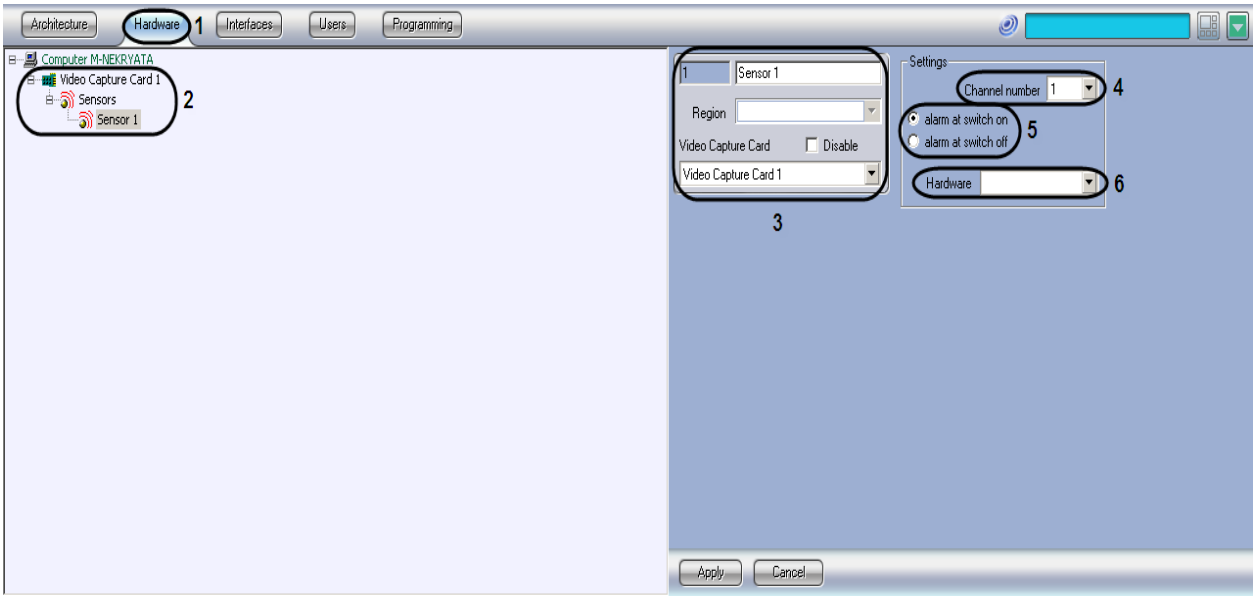

Figure 3.3—2 The setting panel of the Sensor object
1. Go to the **Hardware** tab in the setting panel of INTELLECT™ (Figure 3.3—2, 1).
2. Create the **Sensor** system object under the **Video capture card** object or select the corresponding object in the object tree in the **Hardware** tab of the setting panel of INTELLECT™ (Figure 3.3—2, 2).
3. Specify the ID and name of the **Sensor** object and select the **Video capture card** object to become the parent of the **Sensor** object (Figure 3.3—2, 3).
4. Select the **Channel number** matching the number of DO pin to which the sensor is connected (Figure 3.3—2, 4).
5. In the group of switches select the alarm mode: at switch on or at switch off. By default the **alarm at switch on** mode is selected (Figure 3.3—2, 5).